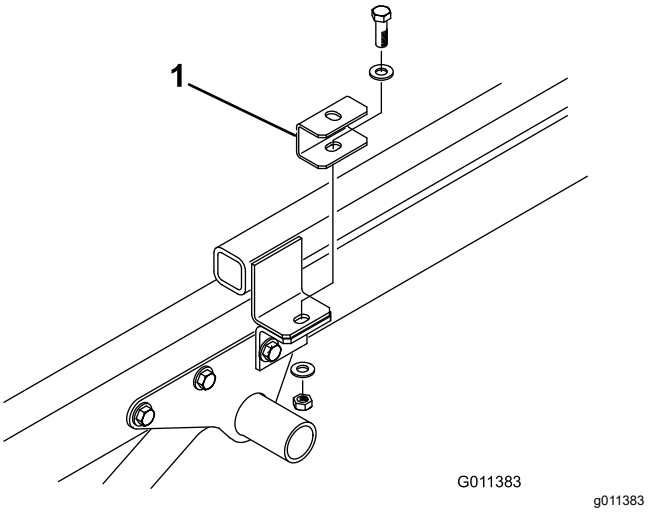

Figur 7
4. Fest et avstandsstykkefeste oppå hver tapp for tilkoblingsrammen med hodeskruen, de to flate skivene og låsemutteren som ble fjernet tidligere (Figur 7).
6. Plasser maskinen på Workman-kjøretøyets ramme, og rett inn hullene i de bakre monteringsbrakettene med hullene på hver side av rammen (Figur 7).